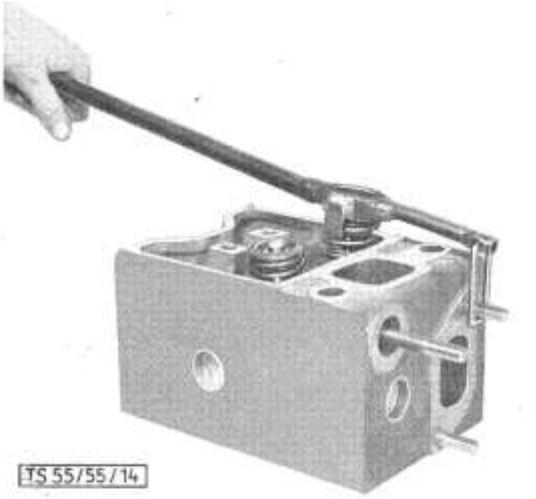

Bild 14: **Ausbauen der Ventilfedern mittels Vorrichtung**
1. Ventilfedern mit Ventilfederdrücker zusammendrücken (Bild 14), die Ventilkegelhälften (15/7) vom Schaft abnehmen.